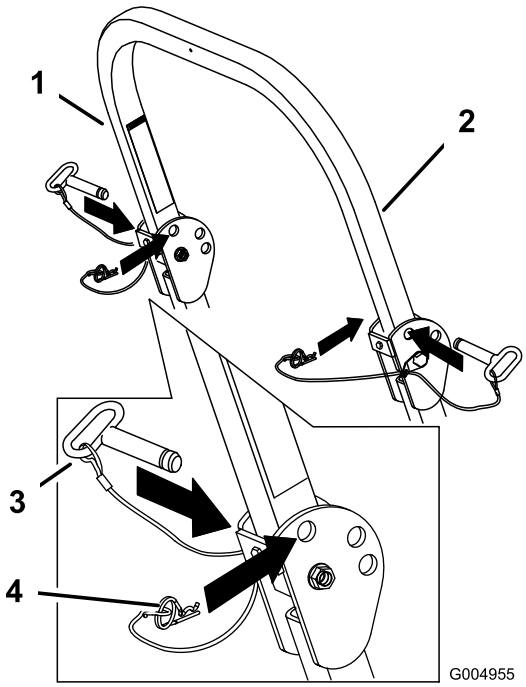

**Figur 8**
1. Fjern splitterne, og afmonter de to pinde (Figur 8).
3. Monter de to pinde, og fastgør dem med splitterne (Figur 8).
4. Fjern splitterne og de to pinde for at hæve styrtbøjlen (Figur 8).
5. Hæv styrtbøjlen til oprejst position, og monter de to pinde, og fastgør dem med splitterne (Figur 8).